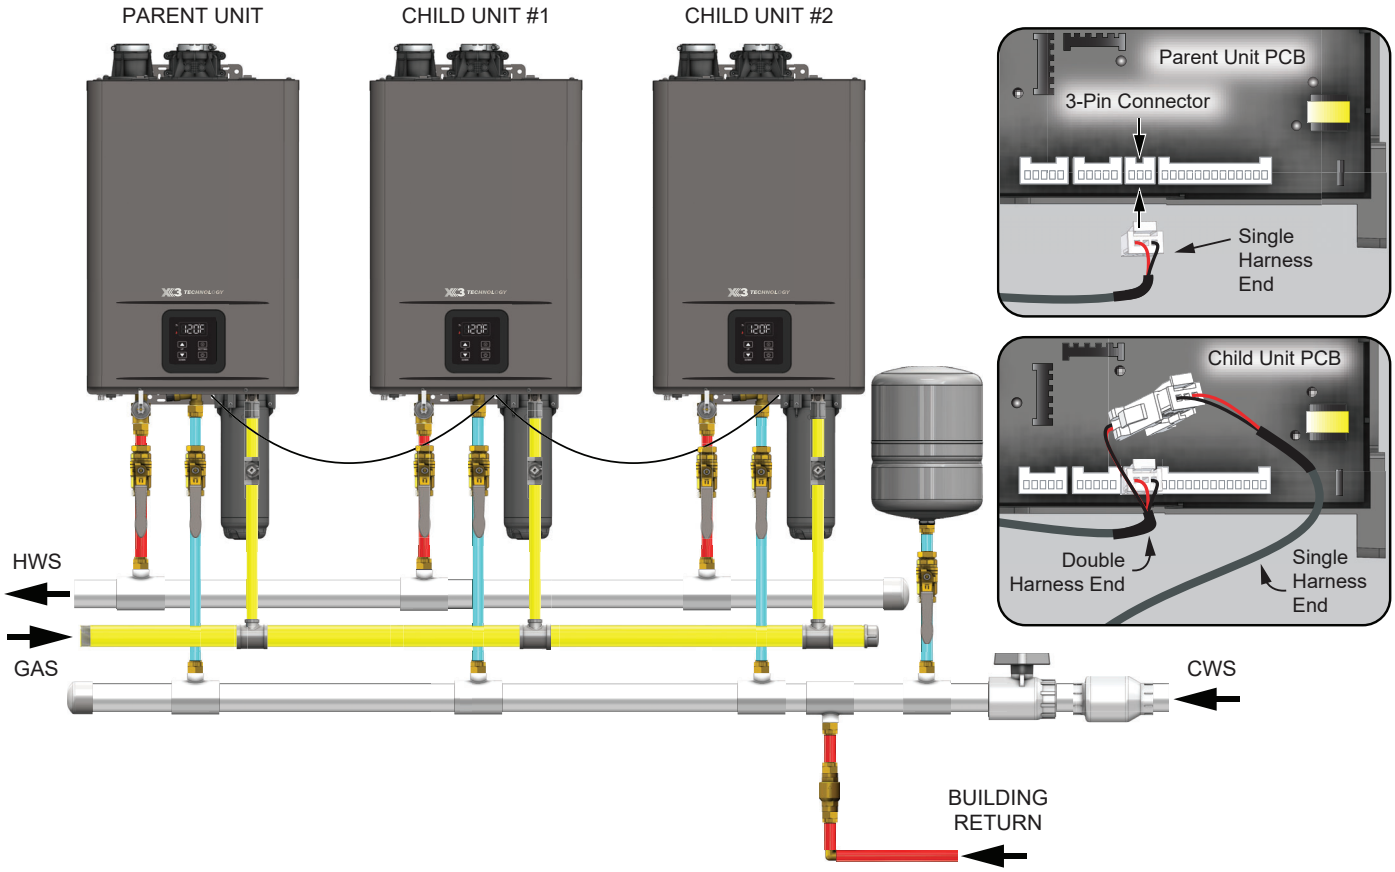

Figure 44 - Multi Unit Cascade Configuration
1. The Cascade system should be configured with the Parent water heater as either the first or last in the series of water heaters connected to the cold water supply. The Child units will follow sequentially. See Figure 44.
7. Use Figure 44 as a reference to locate the connection point for the Parent Cascade Unit. Use the single harness end of the Cascade Linking Cable to make the initial connection.
9. If more than one Child water heater is used then route the single harness end of the second Cascade Linking Cable through the rubber grommet on the bottom of the first Child water heater and connect it to the open harness on the first Cascade Linking Cable as shown in Figure 44.